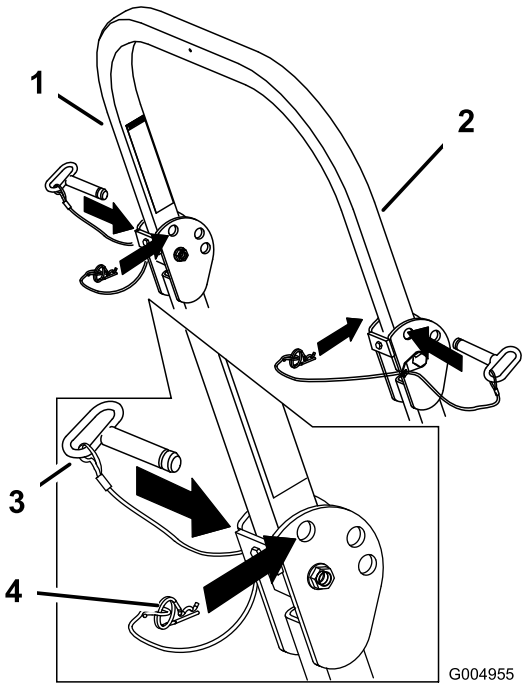

**Figur 7**
1. Fjern splitterne, og afmonter de to pinde (Figur 7).
3. Monter de to pinde, og fastgør dem med splitterne (Figur 7).
4. Fjern splitterne og de to pinde for at hæve styrtbøjlen (Figur 7).
5. Hæv styrtbøjlen til oprejst position, og monter de to pinde, og fastgør dem med splitterne (Figur 7).